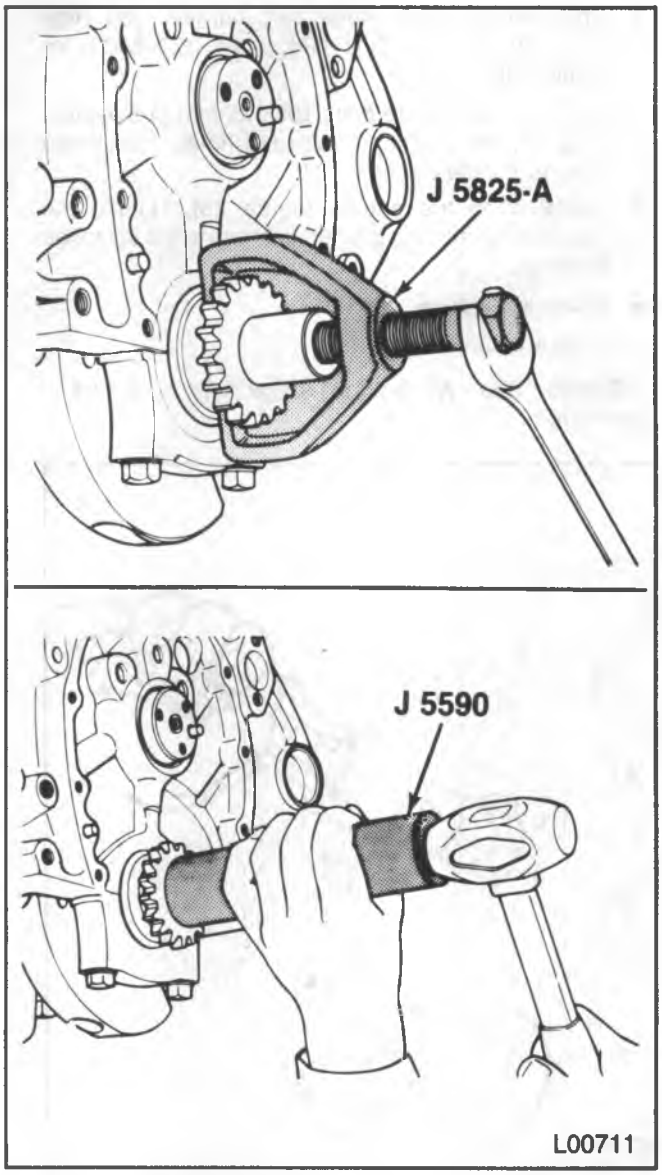

Figure 24—Replacing the Crankshaft Sprocket
15. Crankshaft sprocket (if required). Use J 5825-A (Figure 24).
4. Crankshaft sprocket (if removed). Use J 5590 (figure 24). Make sure the timing mark faces outside.